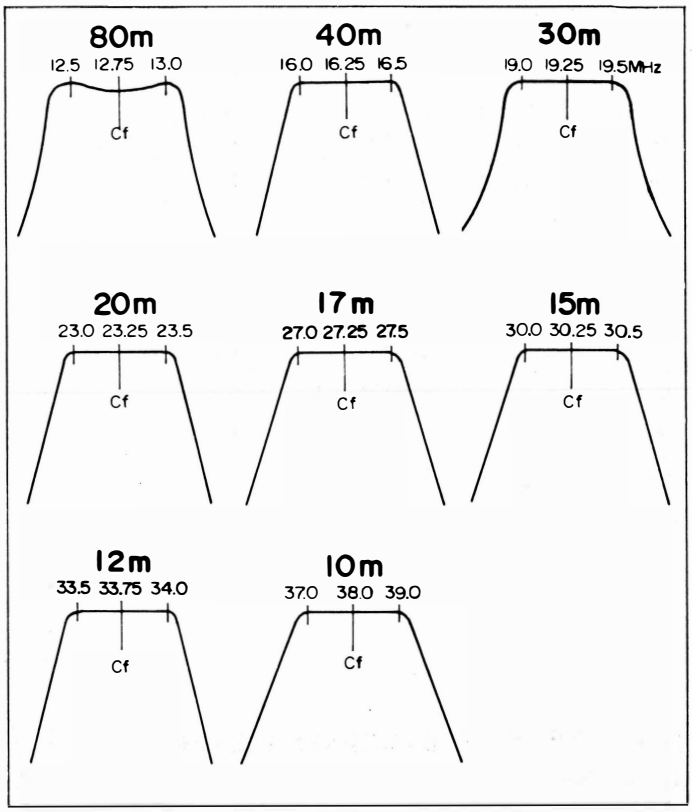

Figure 3-17 PREMIX BANDPASS FILTER
(1) Premix Bandpass Filter Adjustment
b) Refer to Table 3-3, and apply sweep on each band shown at the proper frequency. Adjust the cores of the transformers shown in Table 3-3 for the pattern shown in Figure 3-17.